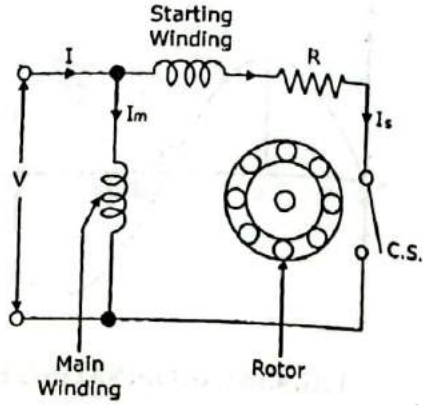

FIG. 4.21 : RESISTANCE START INDUCTION MOTOR
- As shown in Fig. 4.21, the two windings, namely; main winding and starting winding are connected in parallel across the supply voltage V.